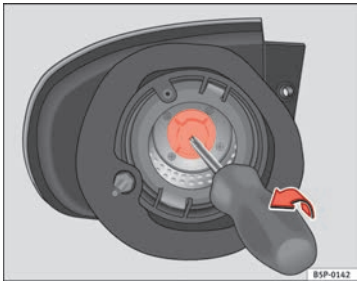

Fig. 192 Turn signal light.
– Pull out the turn signal bulb holder using a screw driver in the direction of the arrow ⇒ Fig. 192.